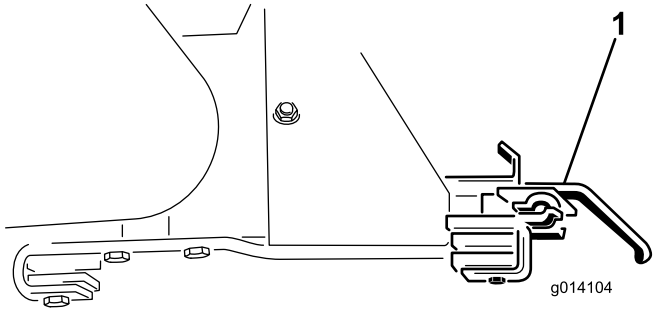

Figur 47
18. Ta av de to festebrakettene for tilleggsutstyr (Figur 47).